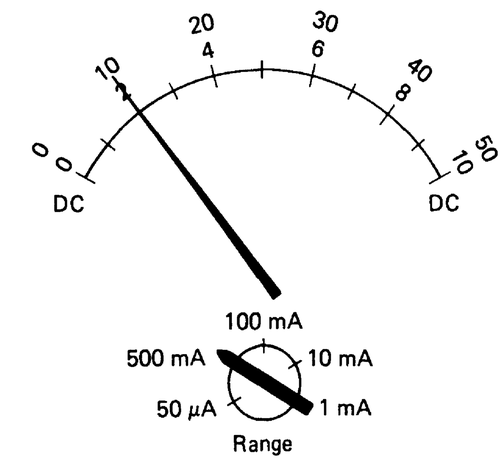

FIGURE 2E-7
8. The current indicated on the analog meter scale of Figure 2E-8 is